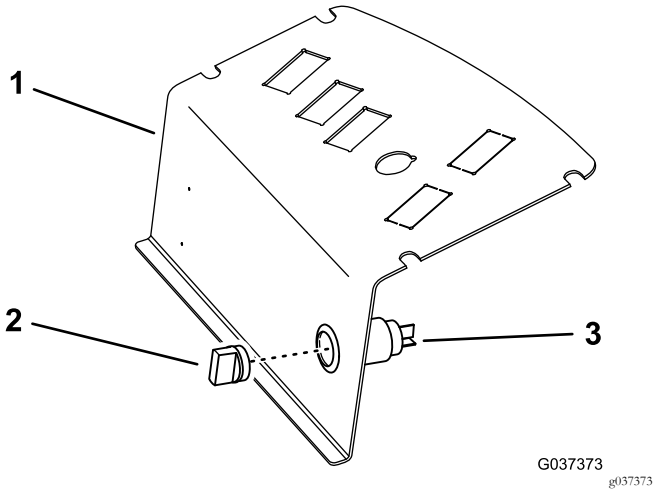

Bild 6
8. Setzen Sie die Steckdose von der Sitzseite der Armaturenbrettplatte in das Loch ein. Befestigen Sie sie mit dem Außengehäuse und stecken Sie die Kappe in die Steckdose (Bild 6).